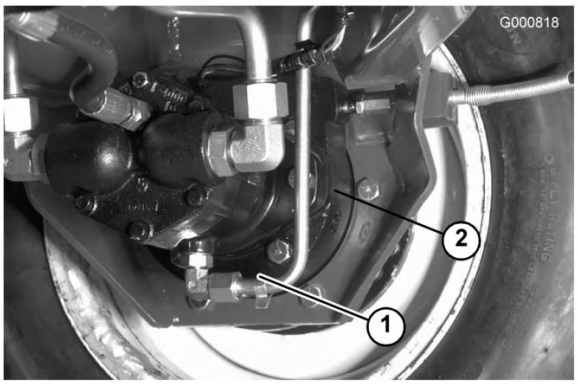

Figura 64
2. Retire o tampão da transmissão (Figura 63) e o tampão de verificação que se encontra na zona traseira do travão (Figura 64).